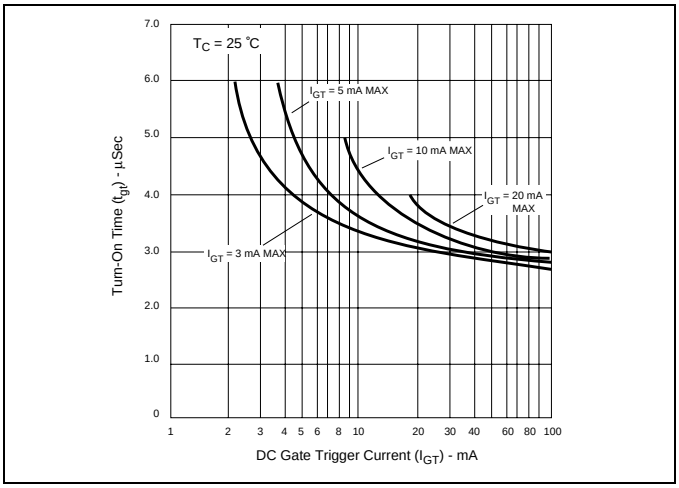

Figure E1.8 Turn-on Time versus Gate Trigger Current (Typical)
(9) See Figure E1.8 for t_{gt} versus I_{GT}.